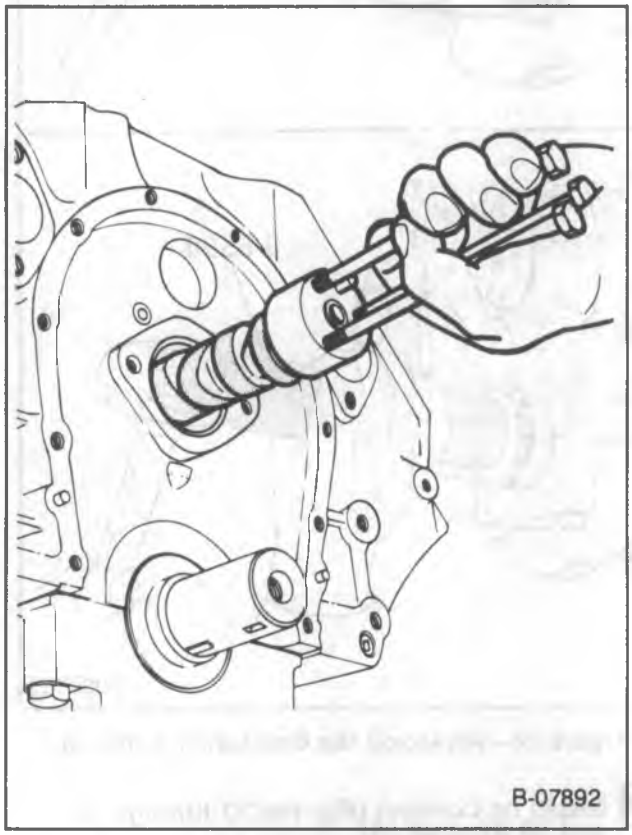

Figure 25—Replacing the Camshaft
- Install two or three 5/16-18 bolts 100-125 mm (4-5 inches) long into the camshaft threaded holes. Use these bolts to handle the camshaft (figure 25).
2. Camshaft to the engine (figure 25). Handle the camshaft carefully to prevent damage to the camshaft bearings.